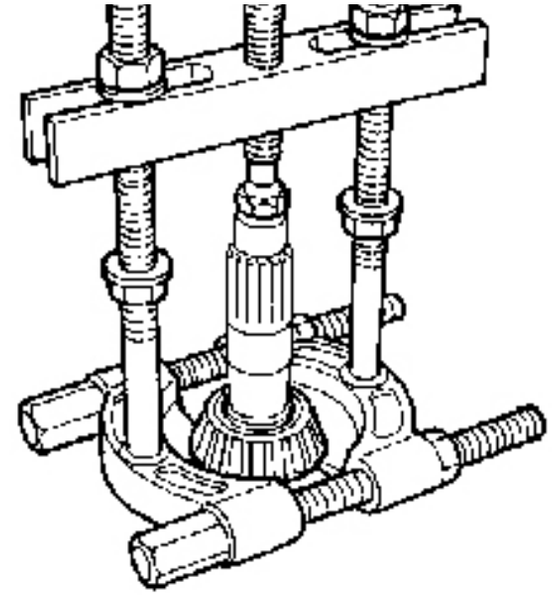

Fig.8
- Use a suitable puller to remove the inner bearing from the pinion (**Fig.8**).